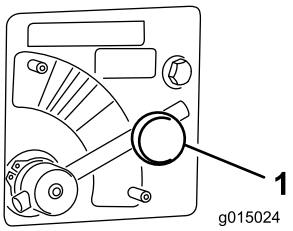

Rysunek 33
1. Odkręć pokrętło mocujące dźwignię zaworu rozrzutnika (Rysunek 33).
2. Obróć dźwignię zaworu rozrzutnika do żądanego koloru (Rysunek 33).
Przesuń dźwignię zaworu rozrzutnika do części **NIEBIESKIEJ** (PRĘDKOŚĆ MAKS.) (Rysunek 33). Dźwignia całkowicie obrócona w prawo powinna znajdować się w poziomie.